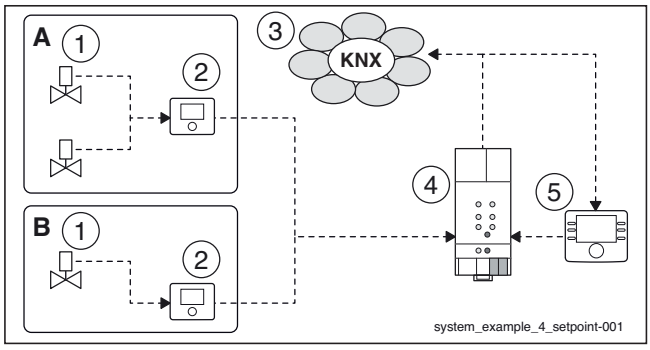

Fig. 88 Principe du calcul de la valeur de consigne
- Nombre de vannes de réglage [2] : nombre de vannes de réglage attribuées ; en conséquence, le nombre d'objets de communication devant être affectés aux thermostat d'ambiance KNX est établi pour la valeur de consigne ambiante (→ fig. 88). Maximum 10 vannes de réglage peuvent être prises en compte par circuit de chauffage. La température maximale actuellement réglée sur les vannes de réglage est utilisée comme résultat pour la valeur de consigne ambiante maximale.
Les valeurs suivantes sont proposées pour l'installation représentée dans la figure 88.